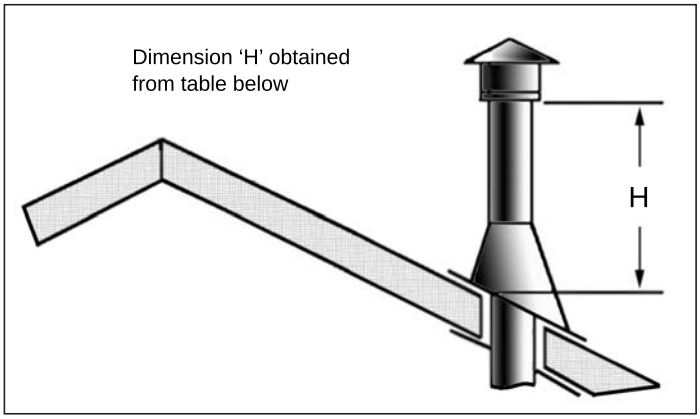

Figure 63: Height of Vertical Termination; Reference Table 7
Step 8. Continue to add pipe sections until the height of the vent cap meets the minimum code requirements. Refer to Figure 63 and Table 7. Note that for steep roof pitches, the vent height must be increased. In high wind conditions, nearby trees, adjoining roof lines, steep pitched roofs, and other similar factors can result in poor draft, or down drafting. In these cases, increasing the vent height may solve the problem.
Table 7: Minimum 'H' for Figure 63.